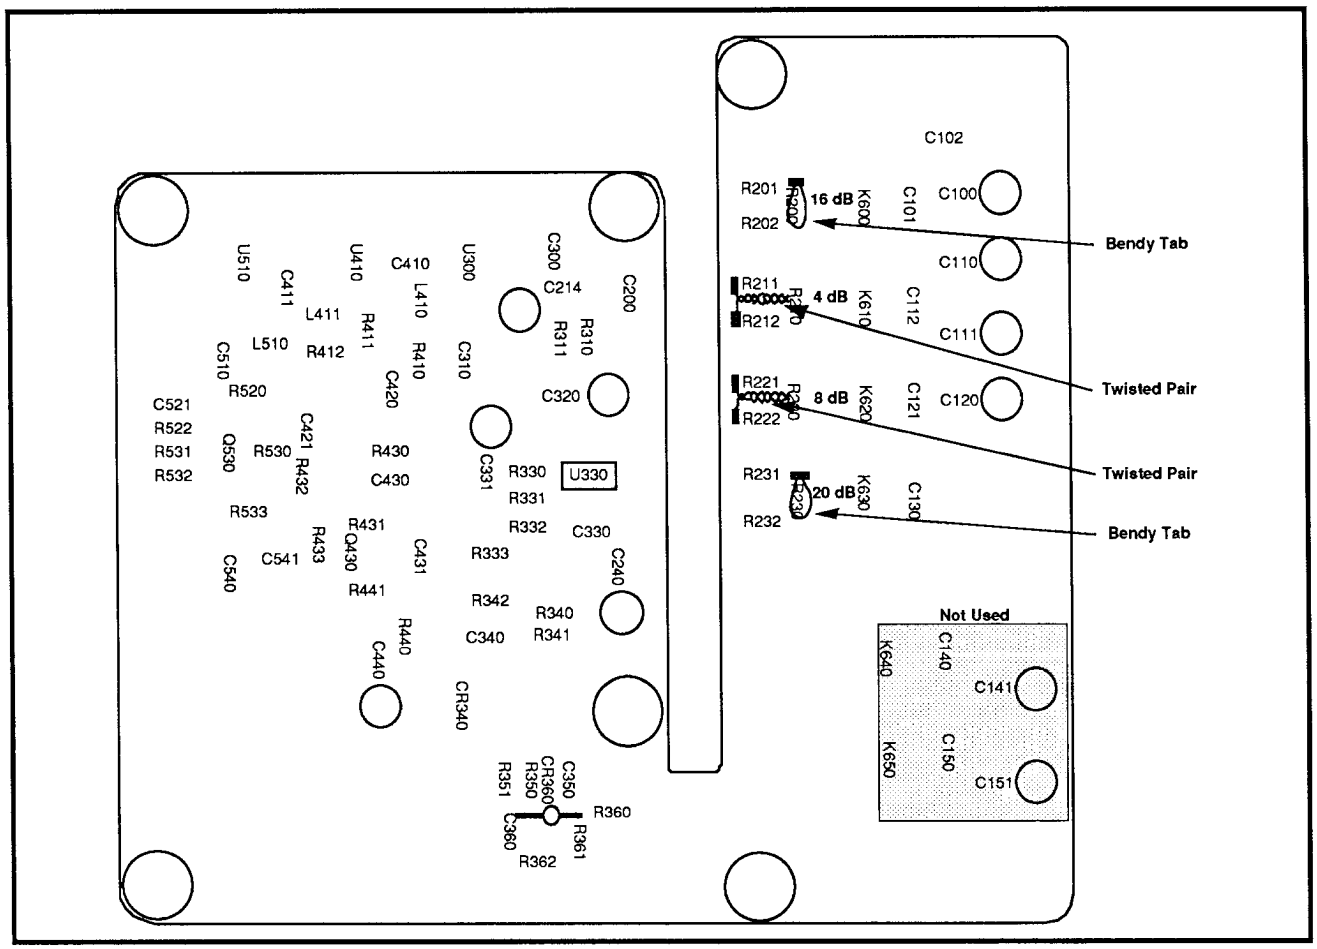

Figure 4-18. Twisted pairs and bendy tab locations on the Attenuator (Amplifier board).
(7) Set the spectrum analyzer/tracking generator system reference level such that the entire trace is on screen.
(8) Save the trace in the A register, then enable B, C MINUS A mode by pressing DSPL 2.
(9) Turn off all displays except the B DISPLAY.
(10) Note the ATTEN value at the upper right corner of the display. Enter the value noted by pressing INPUT 5, entering the noted value, and terminating with W.
(11) There should be a straight horizontal line at the center of the screen. If not, check to see that B, C MINUS A OFFSET is set to CENTER (DSPL 3).
(12) Enable the 4 dB attenuator at the tracking generator output by pressing UTIL 5 7 4 Y. Press any menu button to exit the menu.
(13) Increase the reference level by 4 dB.
(14) Check that the trace is within 1 dB of center screen at 100 MHz, and check that the total excursion of the trace from 100 kHz to 1.8 GHz is no more than 1 dB.
(15) If the trace is not within 1 dB of center screen, add a "bendy" tab (adjustment wire) to the attenuator pad. See Figure 4-18.
(16) Adjust the bendy tab such that the trace is within 1 dB of center screen.
(17) Enable the 8 dB attenuator at the tracking generator output by pressing UTIL 5 7 8 Y. Press any menu button to exit the menu.
(18) Increase the reference level by 4 dB.
(19) Check that the trace is within 1 dB of center screen at 100 MHz, and check that the total excursion of the trace from 100 kHz to 1.8 GHz is no more than 1 dB.
(20) If the trace is not within 1 dB of center screen, add a bendy tab to the attenuator pad. See Figure 4-18.
(21) Adjust the bendy tab such that the trace is within 1 dB of center screen.
(22) Enable the 16 dB attenuator at the tracking generator output by pressing UTIL 5 7 16 Y. Press any menu button to exit the menu.
(23) Increase the reference level by 8 dB.
(24) Check that the trace is within 1 dB of center screen at 100 MHz, and check that the total excursion of the trace from 100 kHz to 1.8 GHz is no more than 1 dB.
(25) If the trace is not within 1 dB of center screen, add a bendy tab to the attenuator pad. See Figure 4-18.
(26) Adjust the bendy tab such that the trace is within 1 dB of center screen.
(27) Enable the 20 dB attenuator at the tracking generator output by pressing UTIL 5 7 20 Y. Press any menu button to exit the menu.
(28) Increase the reference level by 4 dB.
(29) Check that the trace is within 1 dB of center screen at 100 MHz, and check that the total excursion of the trace from 100 kHz to 1.8 GHz is no more than 1 dB.
(30) If the trace is not within 1 dB of center screen, add a bendy tab to the attenuator pad. See Figure 4-18.
(31) Adjust the bendy tab such that the trace is within 1 dB of center screen.